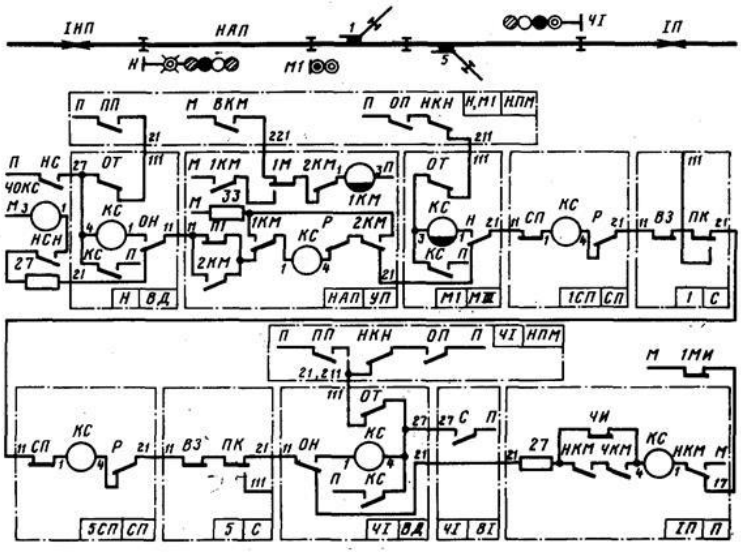

Рисунок 8 - Принципиальная схема установки и размыкания маршрута приѐма на промежуточную станцию
11. Дана принципиальная схема установки и размыкания маршрута приѐма на промежуточную станцию (Рис. 8). Определить систему ЭЦ;